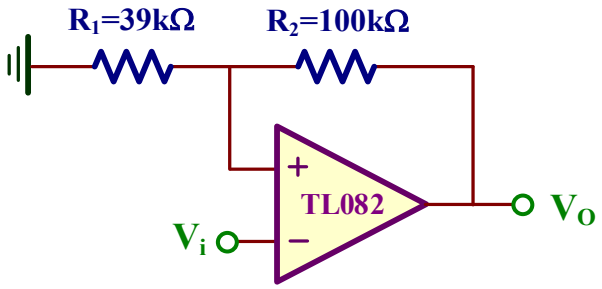
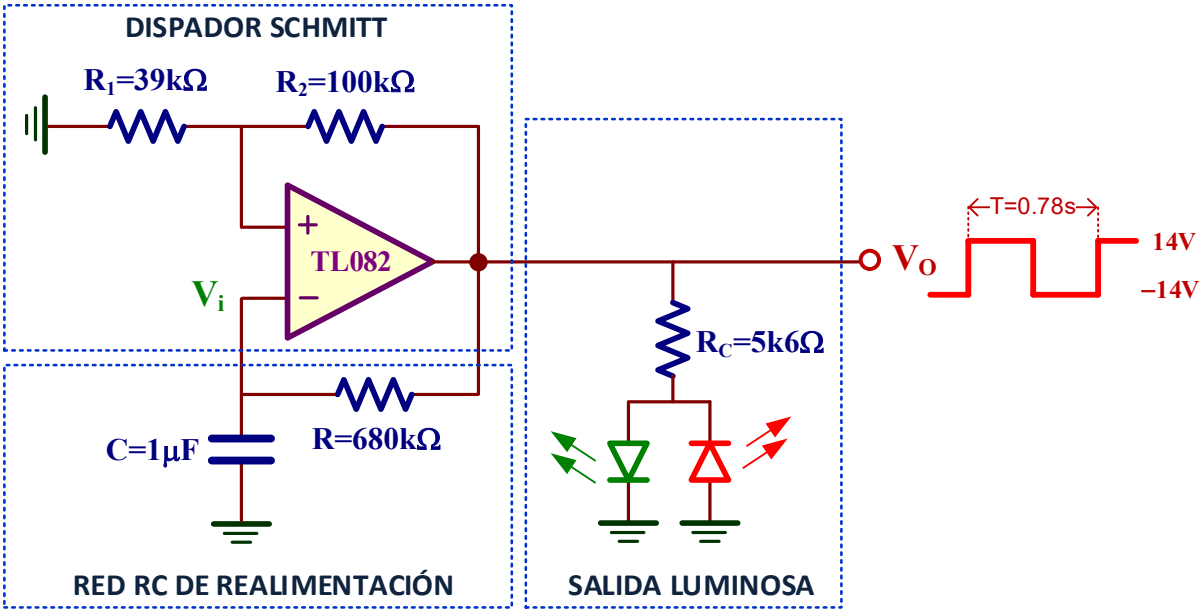

Figura VII.7. Disparador Schmitt inversor.
Figura VII.8. *Multivibrador astable con salida luminosa intermitente.*
F) Montar el disparador Schmitt inversor de la figura VII.7 y obtener su VTC. Identificar experimentalmente los valores de las tensiones V_{TH}, V_{TL}, V_{OL} y V_{OH}.
Análisis teórico. El circuito de la figura VII.7 es un disparador Schmitt inversor ya que la señal de entrada V_i está conectada a la entrada (–) del OA.
G) Montar el circuito astable de la figura VII.8 que está basado en el disparador Schmitt de la figura VII.7.